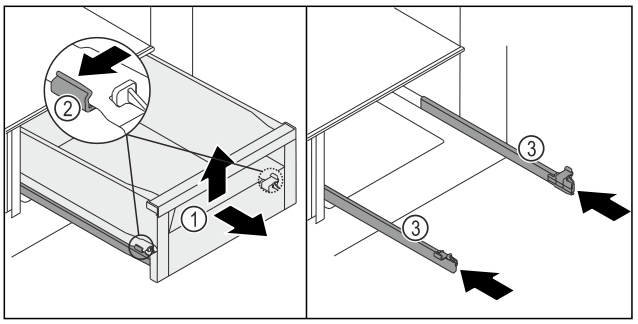

Fig. 116
- ▶ Schuifvak *Fig. 116 (1)* zo ver mogelijk naar buiten trekken.
- ▶ Klem *Fig. 116 (2)* links en rechts van de rails gelijktijdig iets naar buiten drukken.
- ▷ Schuifvak *Fig. 116 (1)* komt los van de rails.
- ▶ Schuifvak *Fig. 116 (1)* aan de voorkant optillen.
- ▶ Schuifvak *Fig. 116 (1)* naar voren wegnemen.
- ▶ Rails *Fig. 116 (3)* naar binnen schuiven.